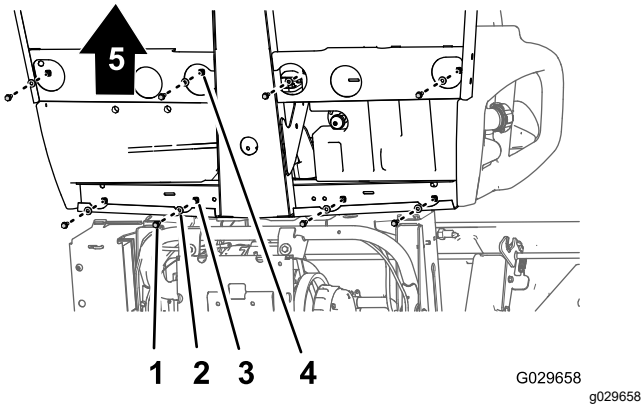
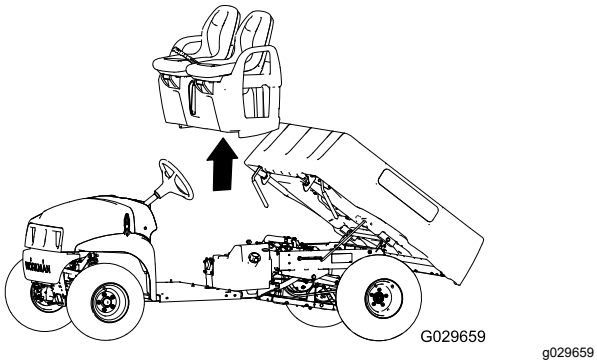

Figura 44
Figura 45
1. Na parte inferior da máquina, retire os 8 parafusos de cabeça flangeada e as 8 anilhas que prendem a base do banco à placa do chão e ao canal da cabina traseiro (Figura 44).
2. Cuidadosamente, levante os bancos, a base do banco e os cabos do travão de estacionamento da máquina (Figura 44).
1. Levante os bancos e a base do banco para a máquina e alinhe os cabos dos travões com o chassis (Figura 44 e Figura 45).
2. Alinhe os furos na base do banco com os furos na placa do chão e no canal da cabina traseiro (Figura 44 e Figura 45).